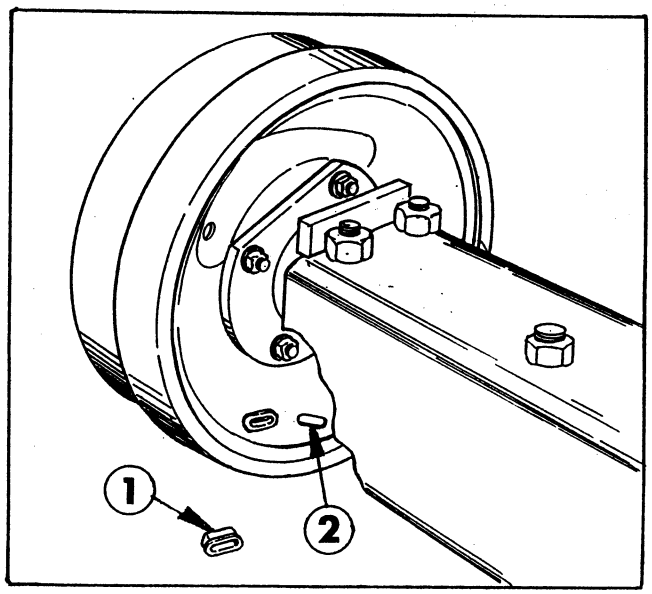

FIG. 19
2. Remove the dust plug from the Brake dust cover as shown in FIG. 19.